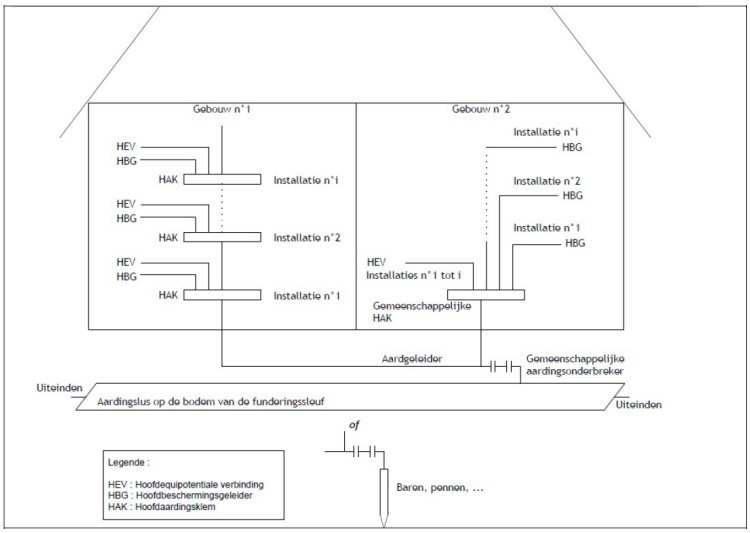

Figuur 5: gemeenschappelijke aardverbinding voor nieuwe appartementsgebouwen en individuele meerdere individuele appartementsgebouwen en woningen.
- nieuwe appartementsgebouwen (zie figuur 5)
- nieuwbouw individuele huizen en appartementsgebouwen met gemeenschappelijke fundering (zie figuur 5).